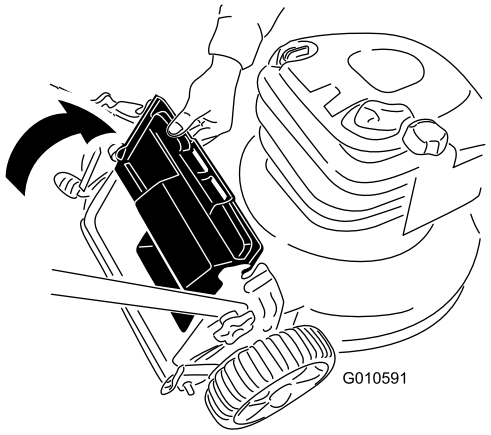

Bild 16
2. Heben und halten Sie das hintere Ablenkblech hoch (Bild 16).